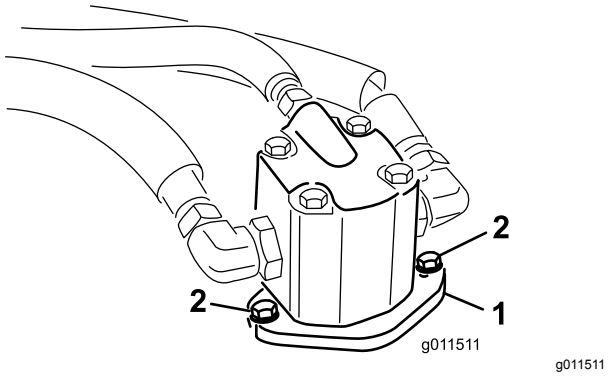

Figur 78
4. Fjern boltene som fester den hydrauliske motoren til klippeenheten (Figur 78).